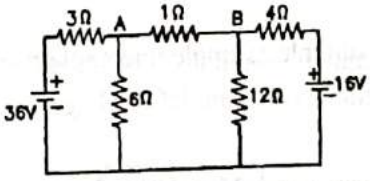

FIG. 1.192 : REFERENCE FIGURE FOR PROBLEM NO. 15
15. Using Thevenin's theorem determine the current through 1 Ω resistor in the network of Fig. 1.192. [2 A, A to B]